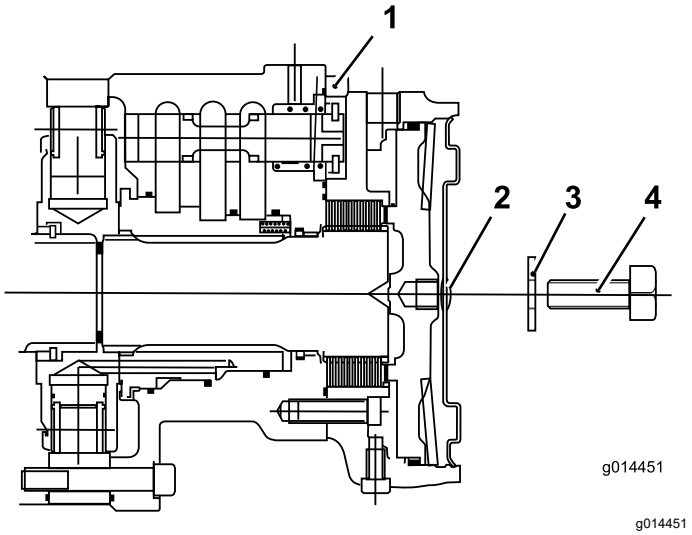

Rysunek 42
6. Przykręć śrubę 12 x 40 mm i podkładkę 12 mm do otworu na środku płyty końcowej silnika (Rysunek 42).
7. Wkręć śrubę do otworu gwintowanego w tłoczku hamulca do momentu, aż hamulec zostanie zwolniony (Rysunek 42).